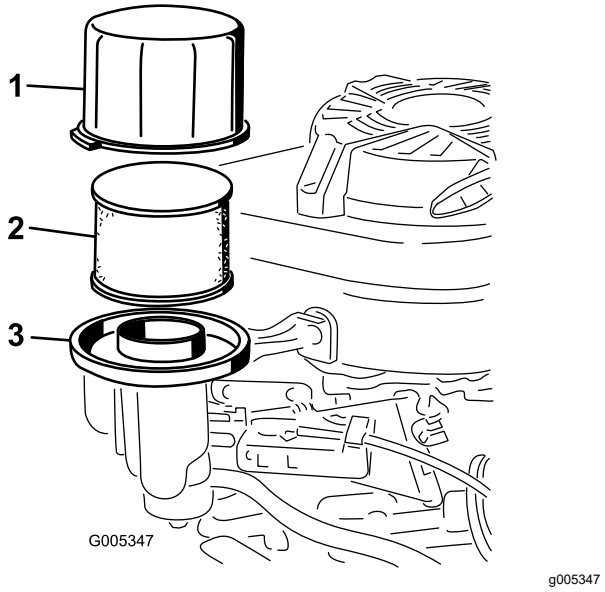

Figura 23
2. Togliete il coperchio e pulitelo accuratamente (Figura 23).
3. Rimuovete il prefiltro in schiuma sintetica e il filtro dell'aria di carta dalla base del filtro dell'aria (Figura 23).